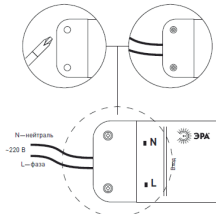

Рис.2. Схема альтернативного подключения источника питания светодиодной панели к сети 220В.
- - либо ко входу источника питания (к соответствующему разъему), см. рис.2.